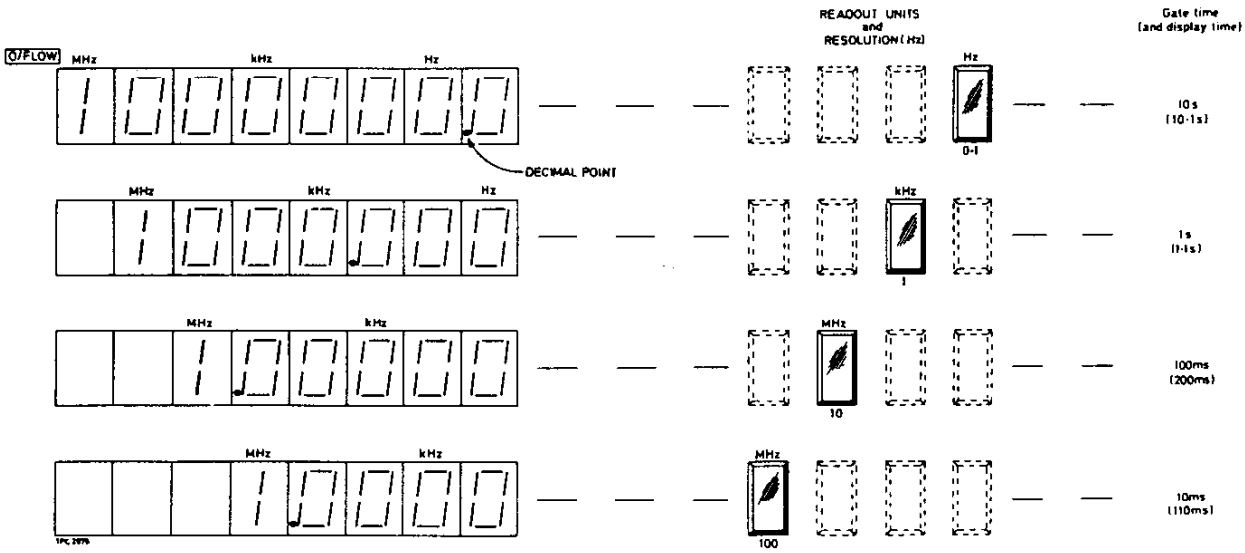

Fig. 2.2 Readout calibration and display data for a 10 MHz signal
(1) Set the SELECT switch to suit the input frequency and connect the signal to be measured to the selected input socket.
(2) The instrument is controlled from its internal 1 MHz standard unless an external standard is connected as in Sect. 2.4.
(3) Select the required READOUT UNITS, noting the corresponding resolution figure, i.e. the value of the smallest units in the display. The decimal point position, readout calibration and gate and display times are shown in Fig. 2.2.
The display will be updated at the intervals shown in Fig. 2.2 unless the HOLD button is pressed. In this case the HOLD indicator will light and the display will be held indefinitely, even if the input signal is removed.
(1) Connect the 1 MHz INT STD socket to the selected INPUT socket and terminate the signal into 50 Ω by using a T-connector.
(2) Remove any connection to the EXT STD socket.
(3) Select each of the READOUT UNITS in turn and check that the readout is within ±1 count of that shown in Fig. 2.2.
(4) Press the HOLD button and check that the HOLD indicator lights and that the readout is retained when the input lead is disconnected.